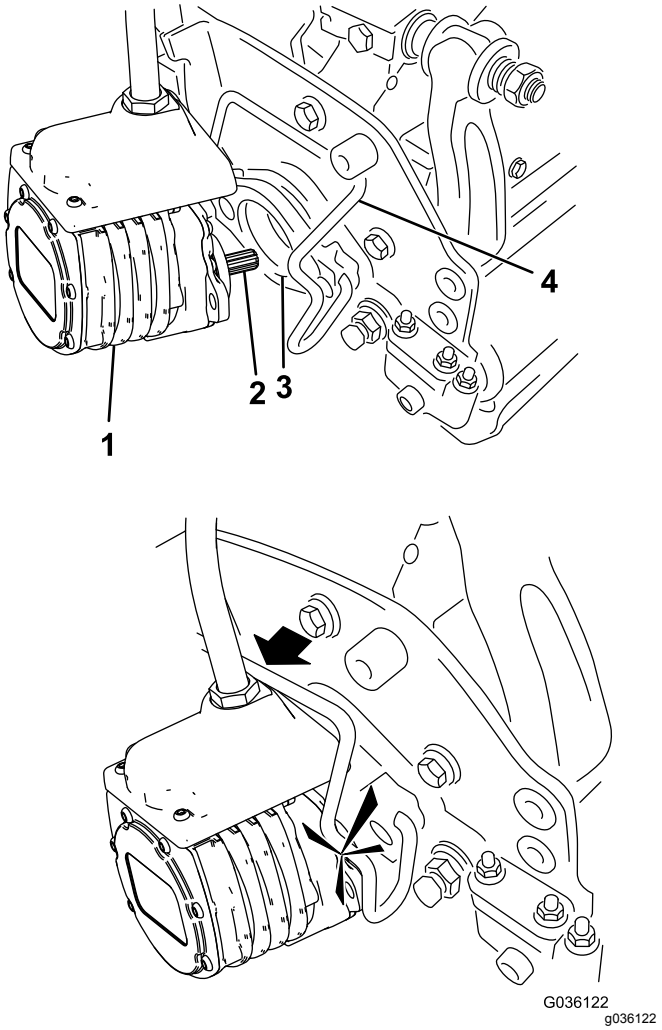

**Figuur 33**
6. Smeer schoon vet op de sleufas van de motor van het maaidek (Figuur 33).
7. Steek de motor in de linkerkant van het maaidek (gezien vanuit de bestuurdersstoel) en trek de motorbevestigingsstang op het maaidek in de richting van de motor totdat u aan beide kanten een klik hoort (Figuur 33).